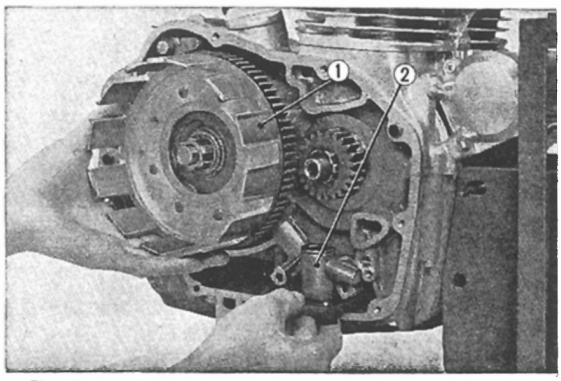

Fig. 3.86 Removing the oil pump together with the clutch outer
6. Remove the oil pump together with the clutch outer. **(Fig. 3.86)**